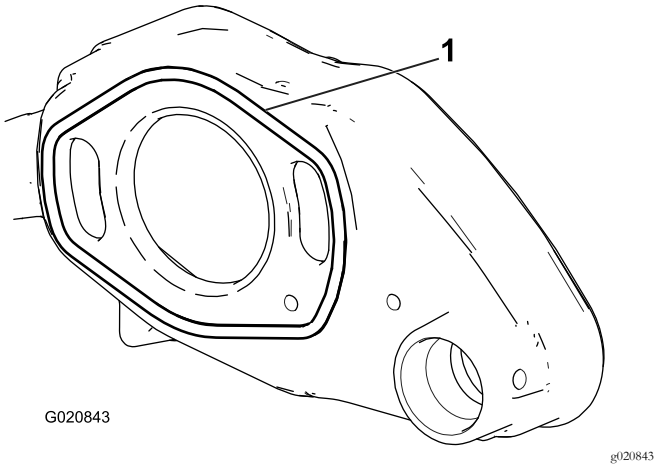

図 5
1. グルーマハウジングの裏に新しいOリングを取り付け、Oリングの露出面に合成グリスを軽く塗りつける図 5。